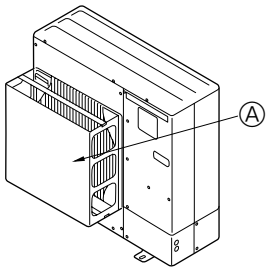

Fig. 2-3
② Installer un guidage d'air optionnel si l'appareil est placé dans un endroit où les vents violents d'une tempête, par exemple, pourraient s'engouffrer directement dans la sortie d'air. (Fig. 2-3)